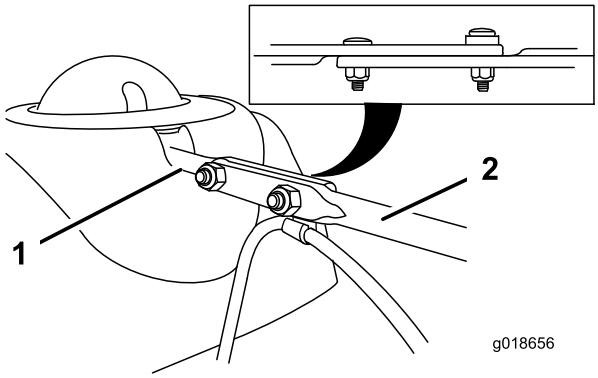

Figur 14
3. Rikta in den långa utkastarreglagestångens flata baksida efter den korta stångens flata framsida som sticker ut från kontrollpanelen, så att de ligger intill varandra (Figur 14).